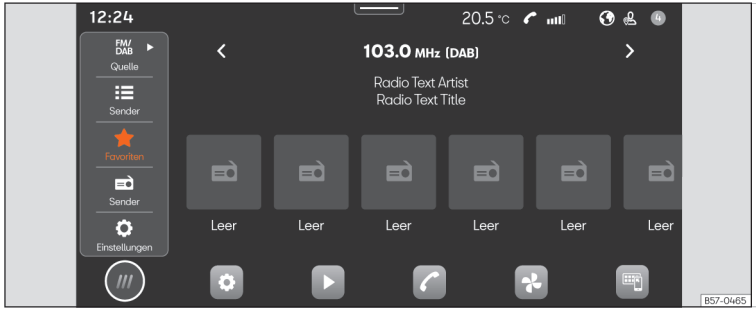

Abb. 137 Schematische Darstellung: Ansicht Radio.
- Drücken Sie **HOME** > ››› (Abb. 137).